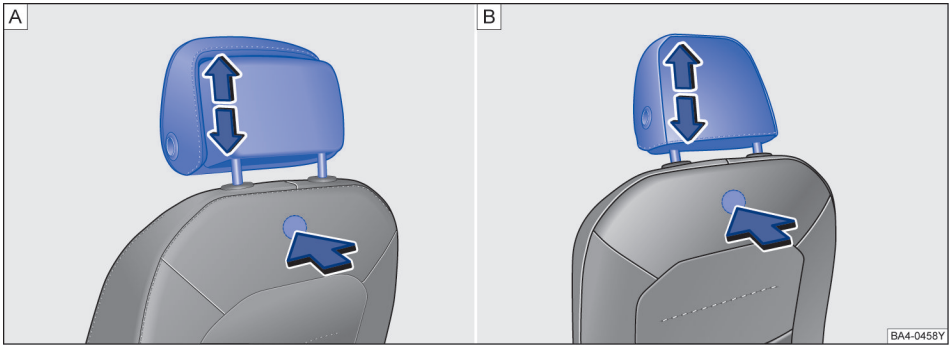

图 79 拆卸和安装前排头枕
– 按压隐藏于座椅靠背内的按钮→ 图 79，将头枕完全拔出。